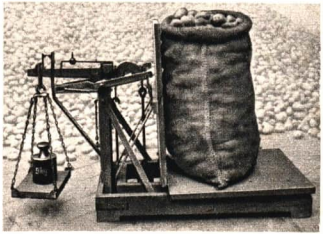

Abb. 145. Dezimalwaage im Gebrauch beim Abwägen eines Kartoffelsackes
6. Die Dezimalwaage. Bei der Dezimalwaage betragen die zum Herstellen des Gleichgewichts auf die Waagschale gestellten Gewichtsstücke nur den zehnten Teil der Last. Wird z. B. auf der Dezimalwaage ein Sack mit 50 kg Kartoffeln gewogen, so ist auf die Waagschale nur ein 5-kg-Stück zu legen (Abb. 145).